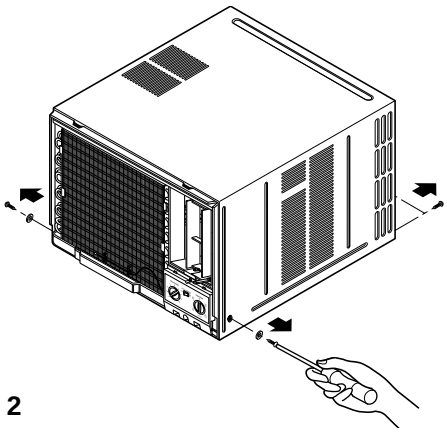

**Figure 2**
2. Remove the two screws which fasten the cabinet at back. (See Fig. 2)